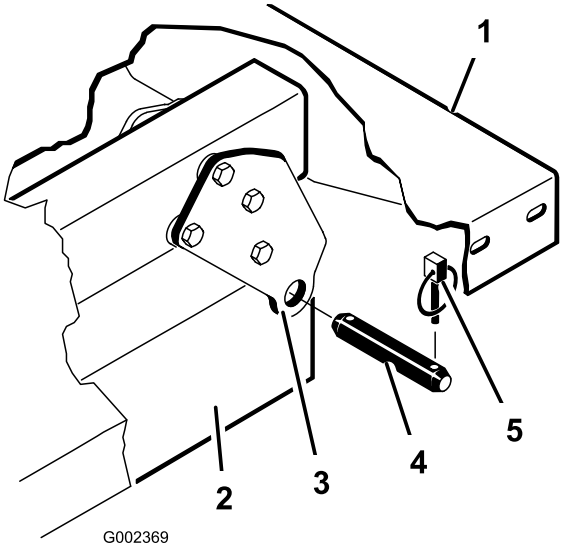

**Figur 31**
**Bemærk:** Sørg for, at de bageste drejeplader boltes til bundstellet/kanalen, så den lave ende vipper bagud (Figur 31).